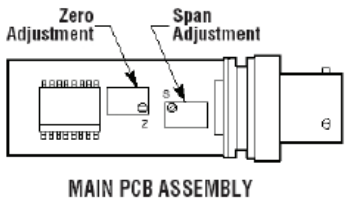

Figure 3.1
- Using a jewelers screwdriver or suitable instrument, adjust the “Z” pot (See Figure 3.1) until you have zero output.
IMPORTANT: Do not make changes to the Span adjustment (the "S" pot to the right, see Figure 3.1) as part of the zero trimming. The Span should only be changed as part of the recalibration of a transducer with a known pressure source.
- Apply full scale pressure to the pressure port and adjust the Span ("S") pot (on the right of Figure 3.1) until the full scale signal is reached.